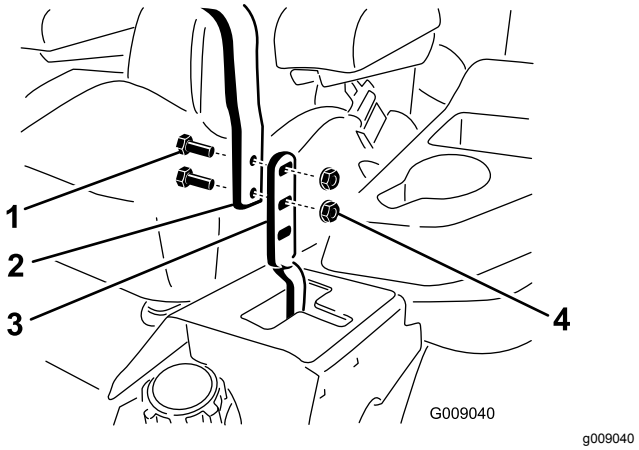

Figura 87
3. Afloje los pernos y las tuercas con arandela prensada de las palancas (Figura 87).